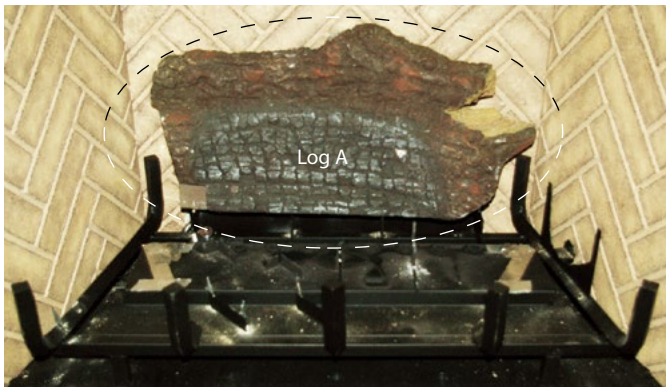

Figure 18d. Location of Log 'A'.
Step 3. Position Back Log 'A' from the previously unpacked package, (***Figure 18***). Place the Log upright, (as shown ***Figure 18d***) and move the Log flush against the sheet metal Back Pan. Without pressing the Log down, move it as far to the left as possible, bumping the bottom Left corner against the alignment tab, (***Figure 18a & 18d***). Lastly, Press the Log FIRMLY downward, onto the sharp spikes, shown in ***Figure 18a & 18e.***